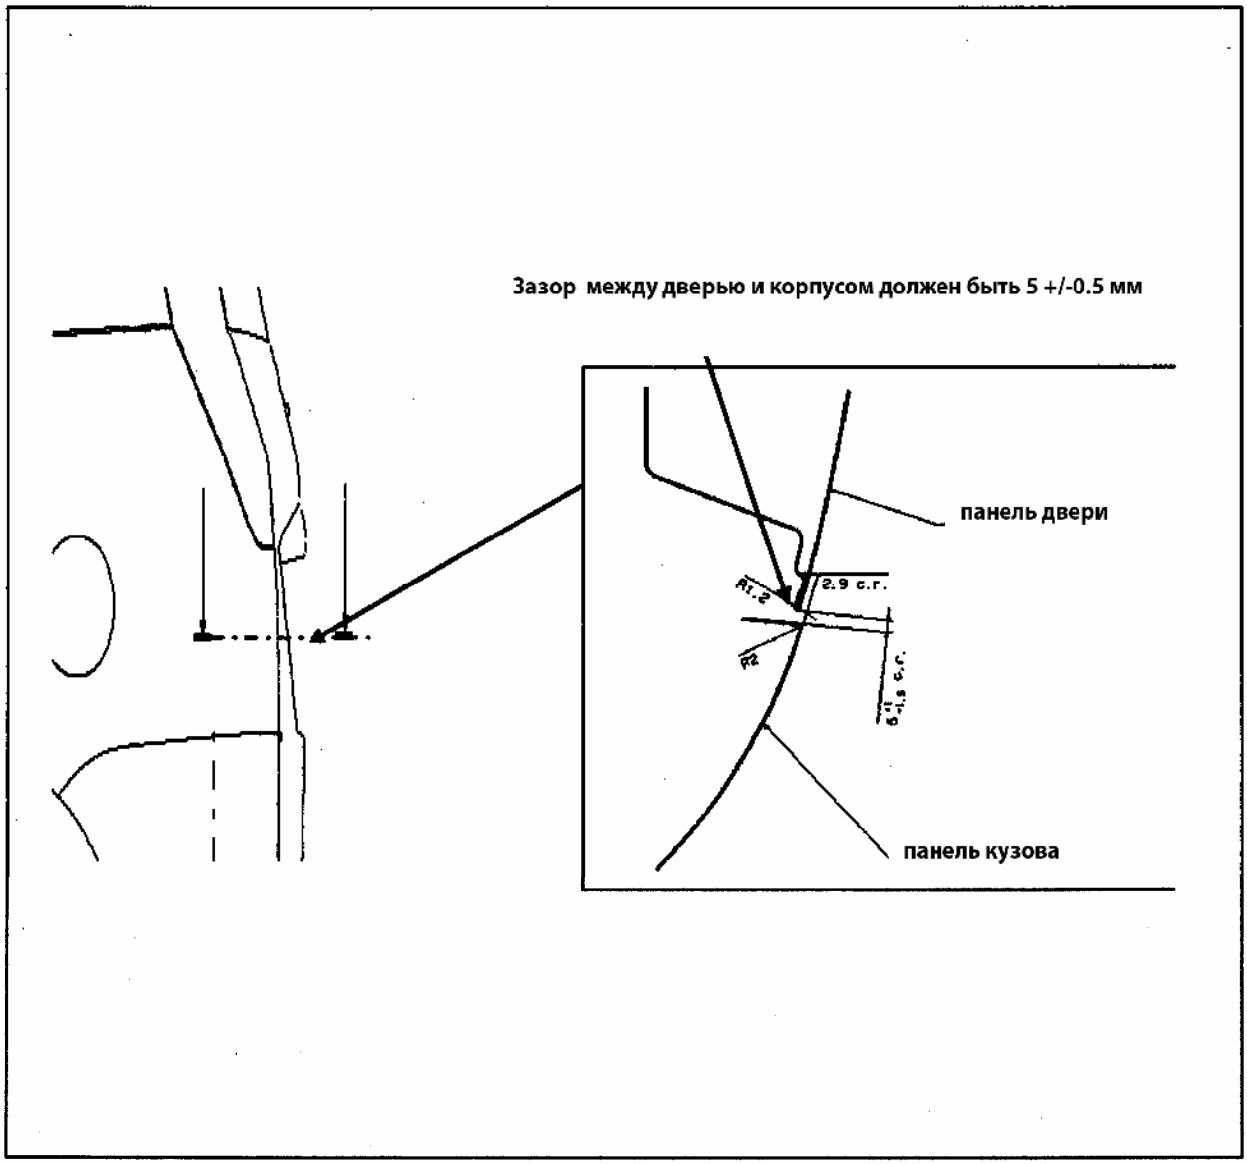

Рис. 821
• Двери и петли: двери багажника должна открываться мягко и без шума, угол открывания 91°, усилие закрывание не более 70Н. Петли должны соответствовать требованиям. Зазор между дверью и кузовом автомобиля показан на рисунке (Рис. 821):